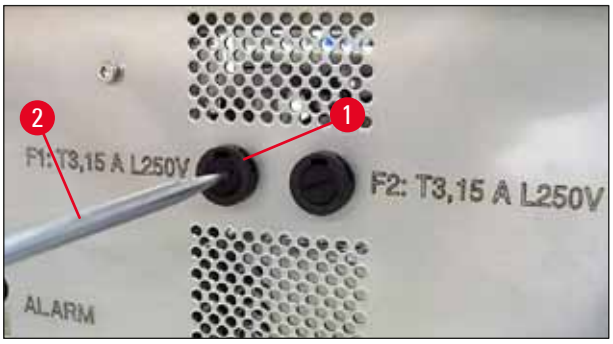

Fig. 65
- Kontrollér om en af de to sekundære sikringer (→ "Fig. 64") er defekt (F1, F2 på apparatets bagpanel (→ "Fig. 65")).